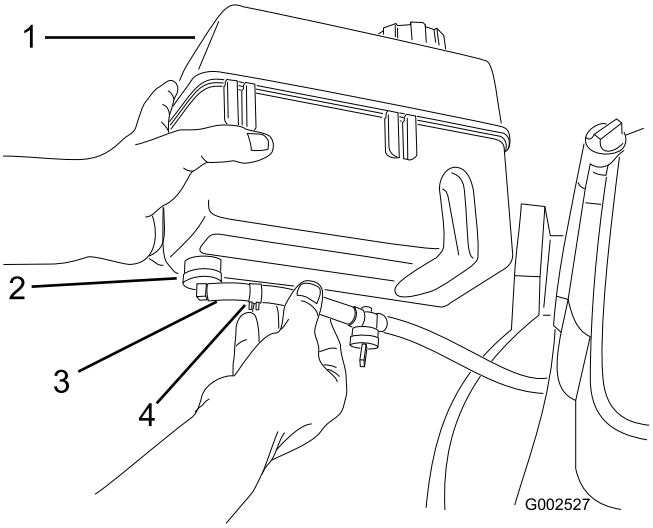

Рисунок 5
1. Вставьте конец топливного трубопровода в коленчатый патрубок (Рисунок 5).
2. Закрепите топливный трубопровод на месте с помощью зажима топливного трубопровода (Рисунок 5).